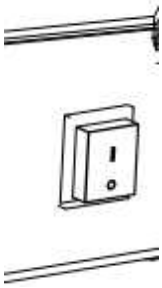

Figure.2
- Turn the power switch to position **I** and check that the fan starts running correctly. (Figure. 2)